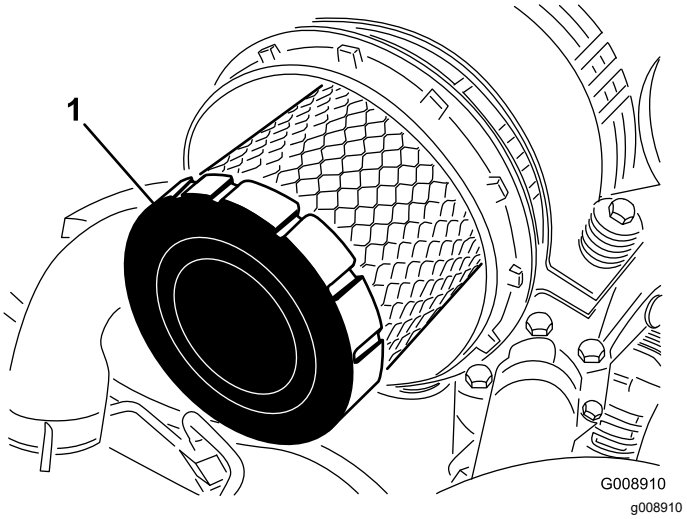

Figuur 58
4. Verwijder en vervang het voorfilter (Figuur 58).